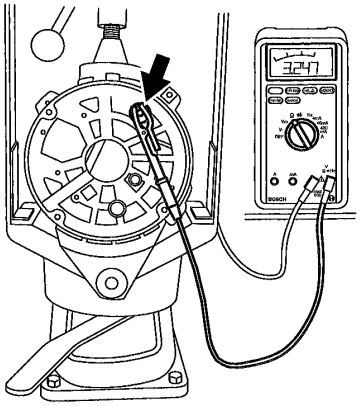

Figure 15 Testing of W Terminal Dampening Resistor
1. The W Terminal incorporates a dampening resistor. Using a Multimeter MMD 302, connect one lead to the exterior portion of the W terminal and connect the other lead to the other side of the W Terminal. The Multimeter should read between 3.1 and 3.5 k˜ (kilohm). If the resistance is above or below this range, the W terminal is to be replaced as an assembly. (Figure 15)